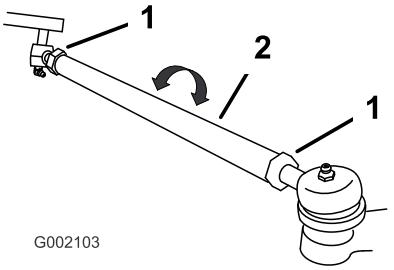

Figur 39
2. Hvis målet ikke er innenfor spesifisert område (se dimensjonene og parametrene i begynnelsen av denne prosedyren), må du løsne låsemutrene i begge ender av parallellstagene (Figur 39).